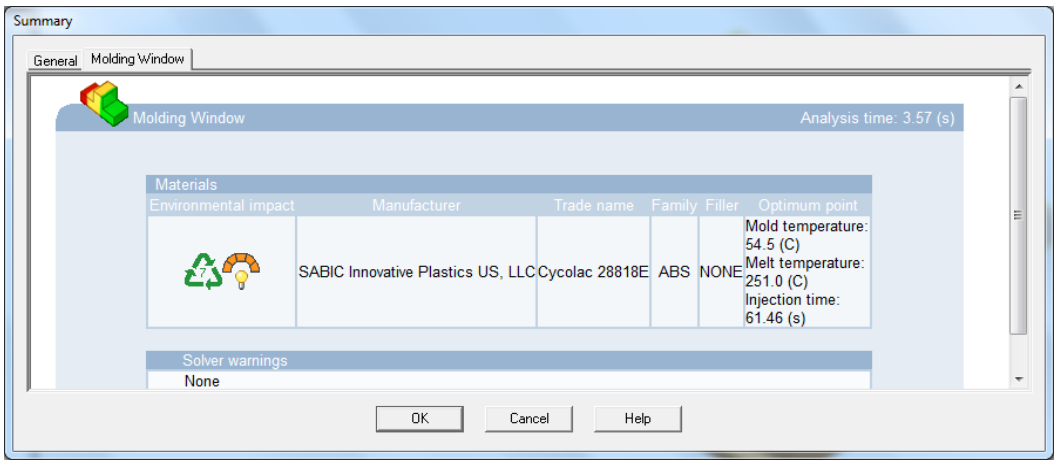

Figure 19-96 *The* ***Summary*** *dialog box*
4. After the analysis is complete, the **Summary** dialog box is displayed, refer to Figure 19-96. Choose the **OK** button from the dialog box; the suggested process settings are applied.